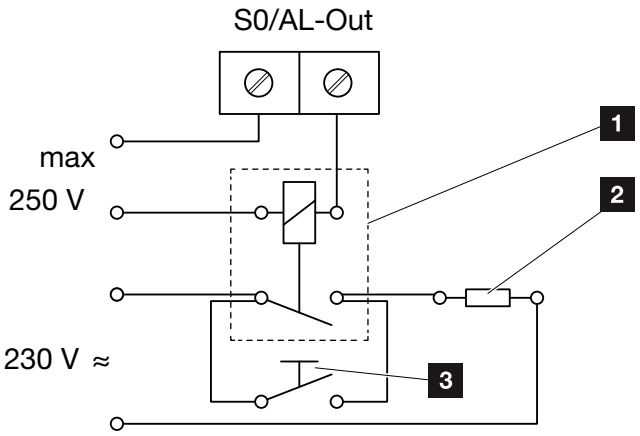

Abb. 60: Elektrischer Anschluss Eigenverbrauch
1. Externes Lastrelais fachgerecht an die Anschlussklemme S0/AL-Out anschließen **Abb. 60**